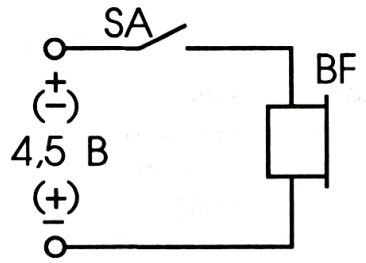

Рис. 4
3. Соберите электрическую цепь по рис. 4. Пропустите ток по катушке телефона в разных направлениях и следите за появлением характерных звуков — «щелчков».